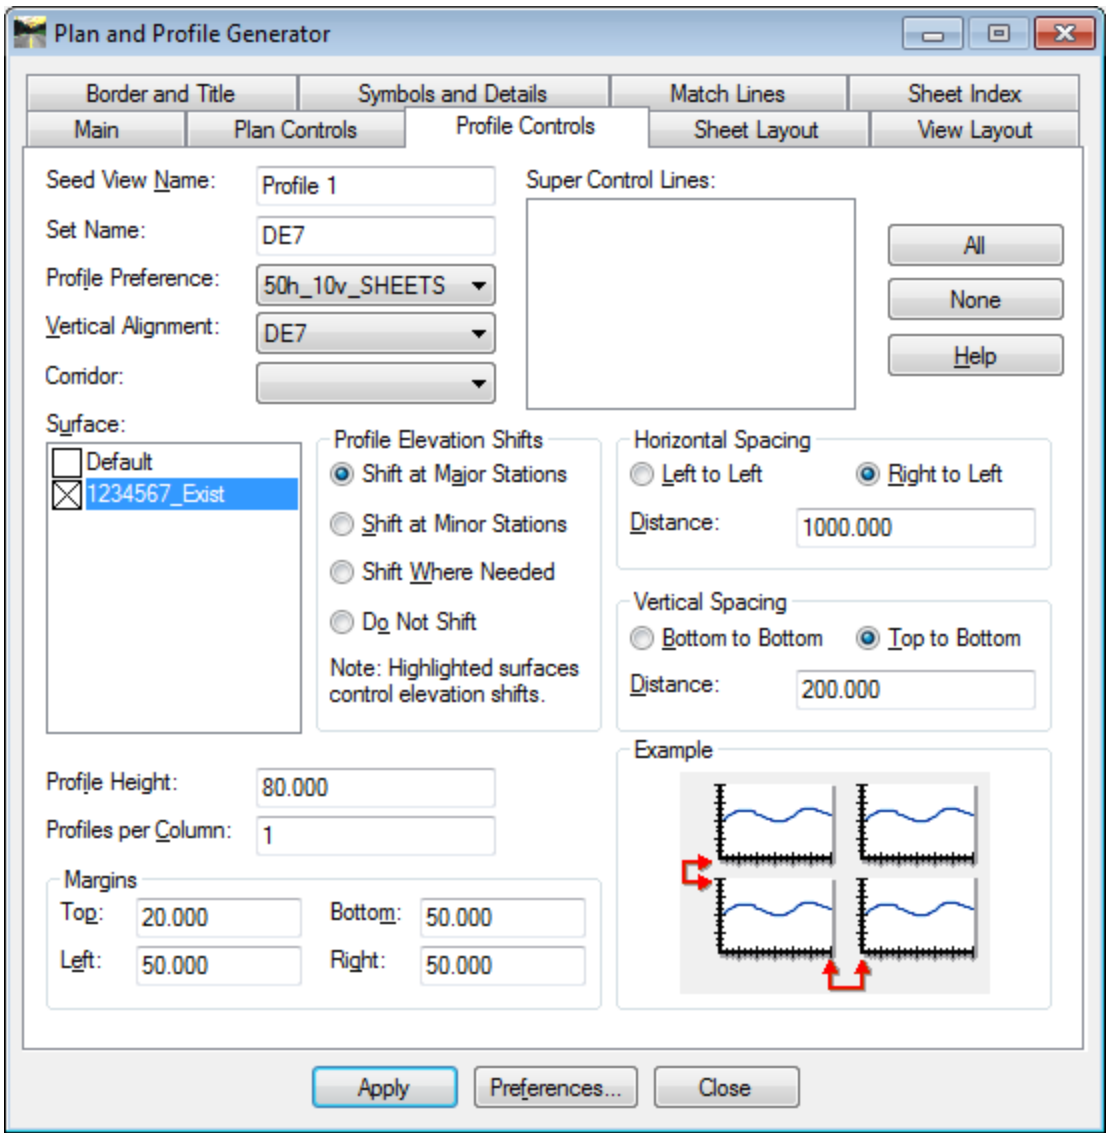

Figure L6-2 Plan and Profile Generator
12.	**In the Plan and Profile Generator:** • Click the **Profile Controls** tab to be the active tab. • Use the pull down arrow next to **Vertical Alignment:** to select ***DE7***. • Leave all other Entries as the default. • Verify your entries match those shown in *Figure L6-2*. *The Vertical Alignment of DE7 is selected.*